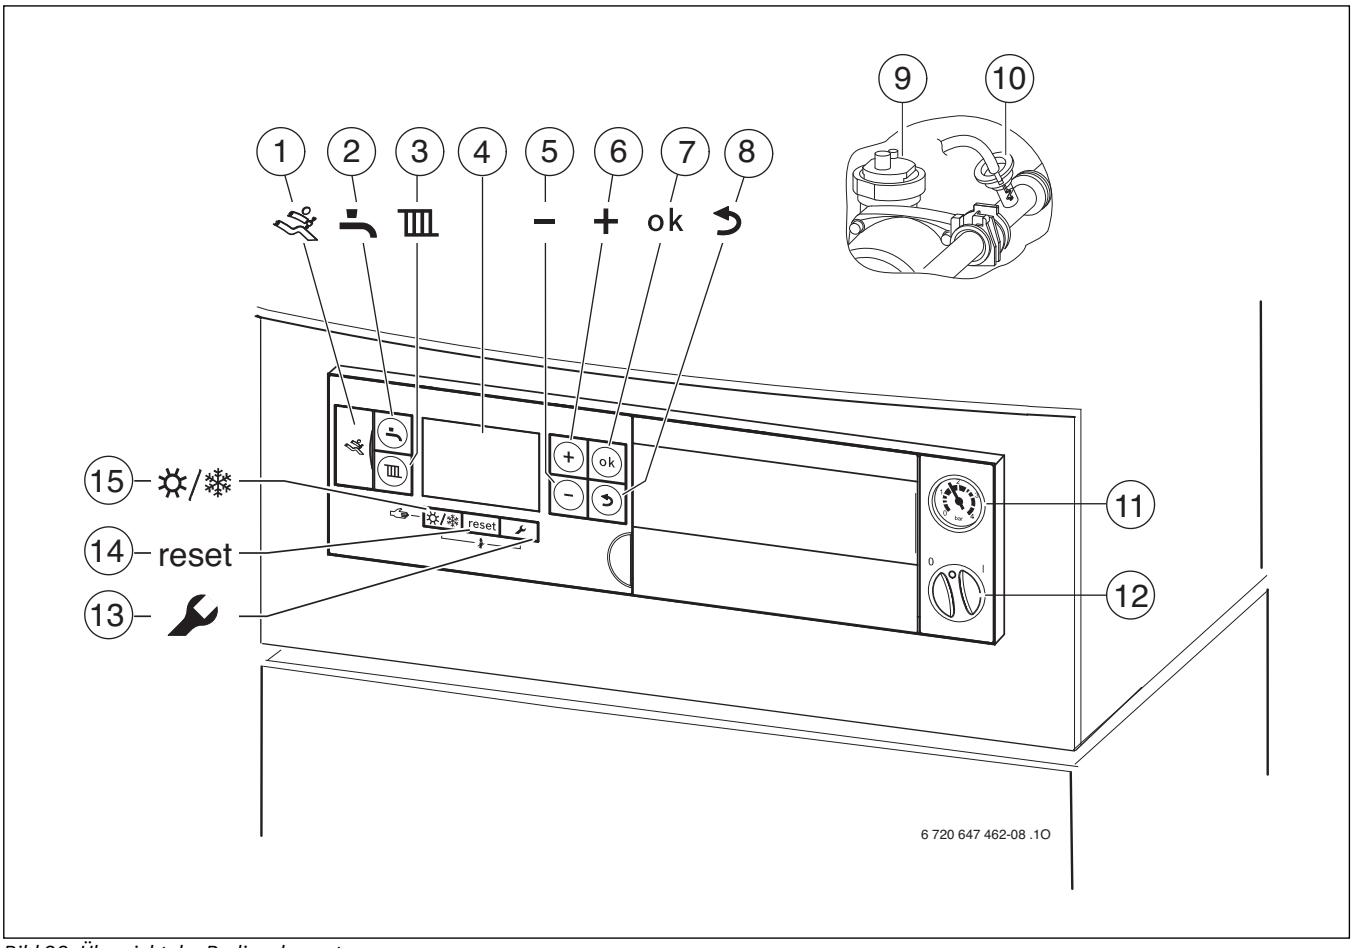

Bild 39 Übersicht der Bedienelemente
- ▶ **Schlauch vom Entlüftungsventil (→ Bild 39, [10]) in ein Gefäß (z. B. Flasche) leiten und Entlüftungsventil so lange öffnen, bis Wasser austritt**.
▶ Automatischen Entlüfter (→ Bild 39, [9], Seite 33) öffnen und nach dem Entlüften wieder schließen.